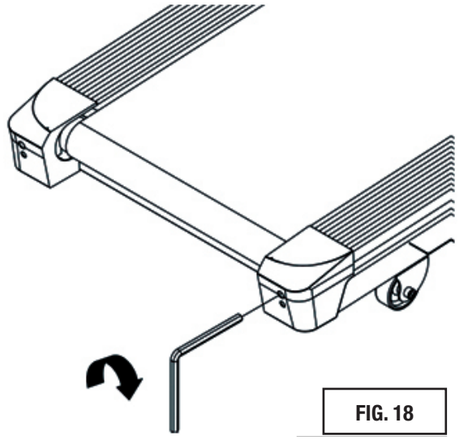

FIG. 18
- Se il nastro scorrevole tende ad andare, durante il rotolamento, verso destra è necessario intervenire sulla vite di regolazione destra (Fig. 18), girando in senso orario un quarto di giro per volta.